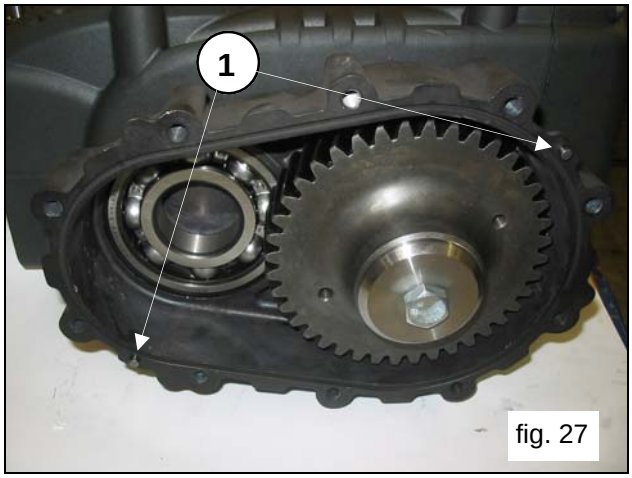

fig. 27
Apply the two pins ∅5 to the reduction gear box (pos.①, fig.27). Preset the bearing on the pinion and insert it down to the bottom of its housing on the reduction gear box by means of a striking hammer (fig.28)